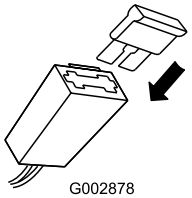

Bild 10
3. Setzen Sie die Sicherung in den Sicherungshalter ein (Bild 10).